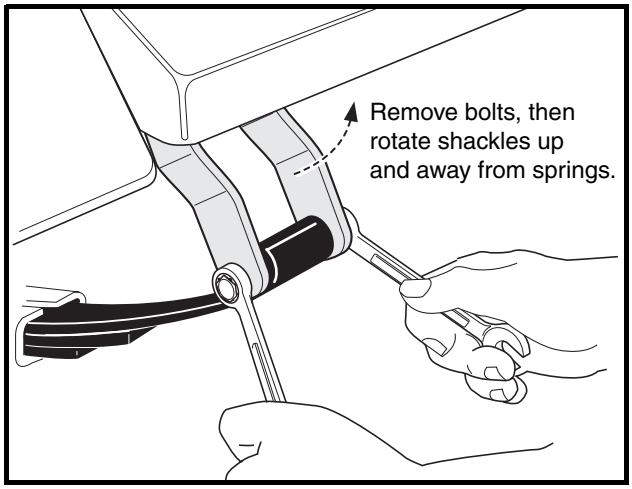

Figure 16-22 Rear Shackles
9. Raise vehicle just enough to relieve tension from leaf springs, then remove the bolts securing the leaf springs to the shackles **(Figure 16-22, Page 16-11)**.